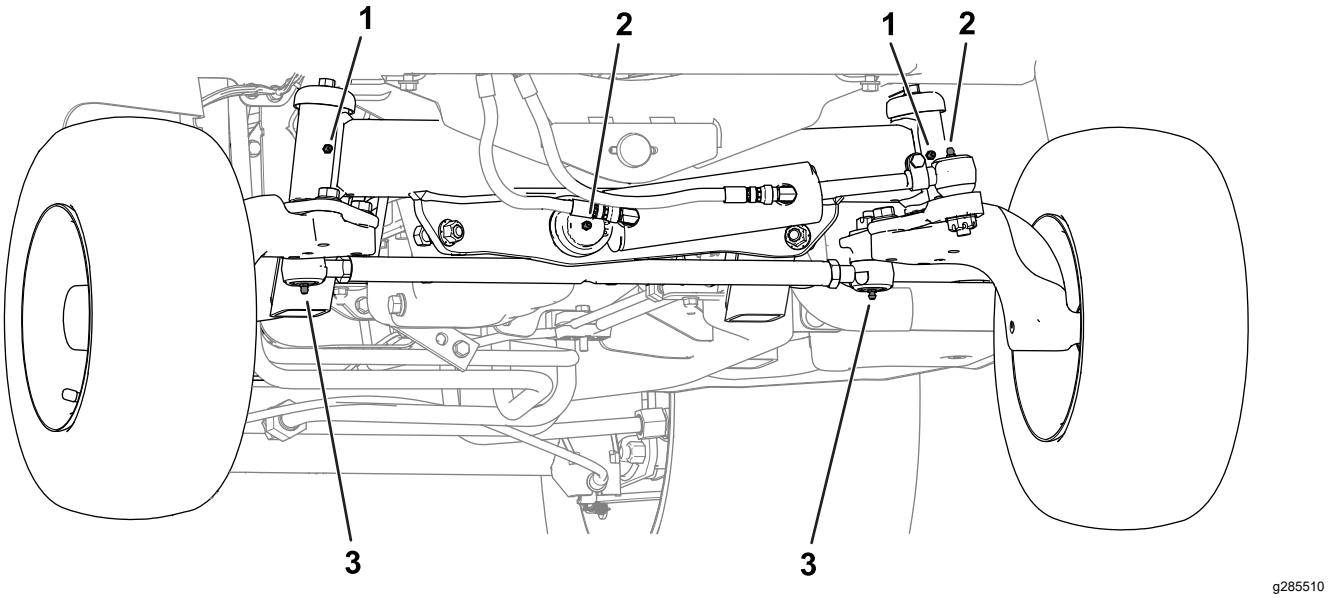

Figur 48
- **Maskinens bagende** (Figur 48):
- Hydraulikcylinderens kugleled (2)
- Akselspindlens nav (2)
- Forbindelsesstangens ender (2)